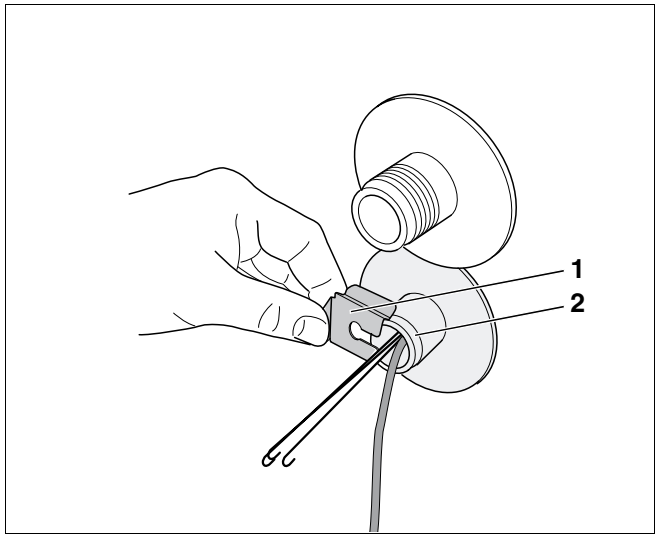

Afb. 8 Voelerzekering monteren
- Schuif de voelerzekering (afb. 8, **pos. 1**) langs de zijkant op de dompelhuls (afb. 8, **pos. 2**).